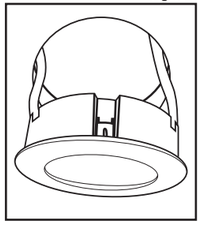

Figura 4
20. Pase los cables de los discos de iluminación LED a través de los orificios (ver la **Figura 4**) y presione el disco de iluminación LED en el orificio de montaje hasta que quede totalmente apoyado (ver la **Figura 5**).